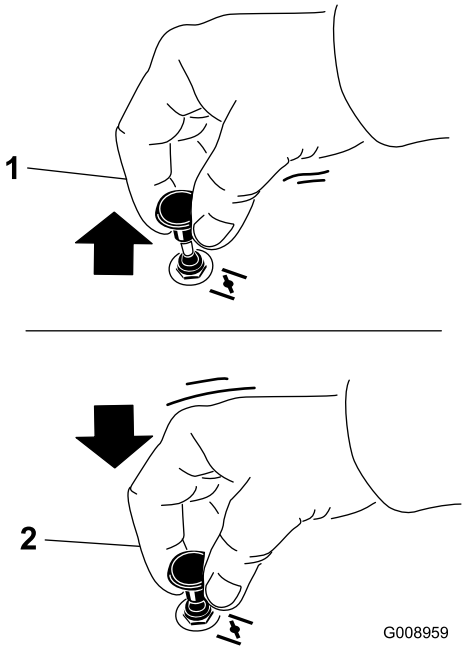

Figura 13
2. Puxe a alavanca do ar para cima para accionar o estrangulador antes de utilizar o interruptor de ignição (Figura 13).
3. Empurre a alavanca para baixo para desactivar o estrangulador após o motor ter arrancado (Figura 13).